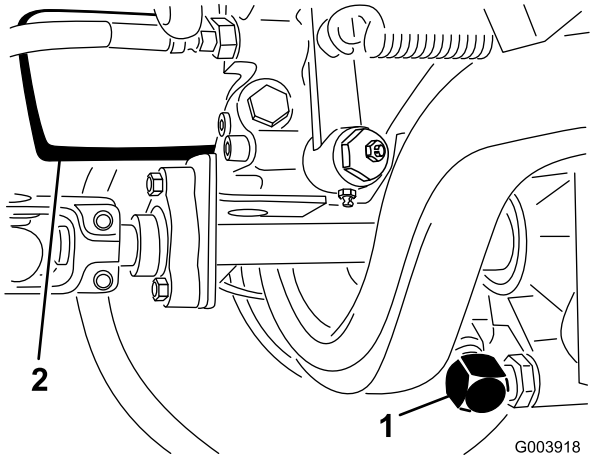

Figur 63
2. Rengör området runt sugledningen på transmissionens undersida (Figur 63) och ställ ett avtappningskärl under ledningen.
2. Rengör området där filtret ska monteras (Figur 63) och sätt ett avtappningskärl under filtret.